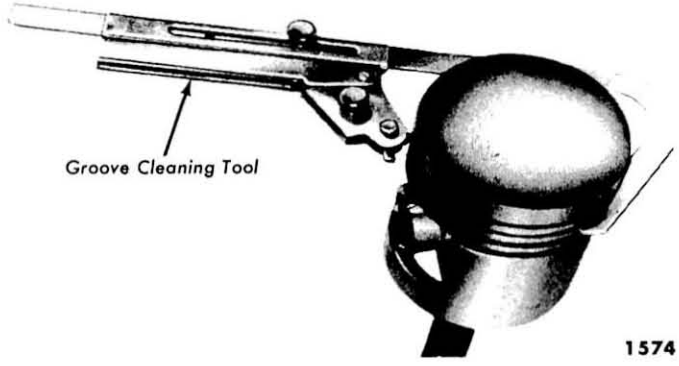

Fig. 24—Cleaning Piston Ring Grooves
(1) *CLEANING AND INSPECTION.* Remove all carbon from the piston with a scraper or carbon brush. Clean the piston ring grooves with a ring groove cleaner (fig. 24). Clean the carbon from the oil return holes in the oil ring grooves by running a drill through the holes. Be sure the drill is the same size as the hole.